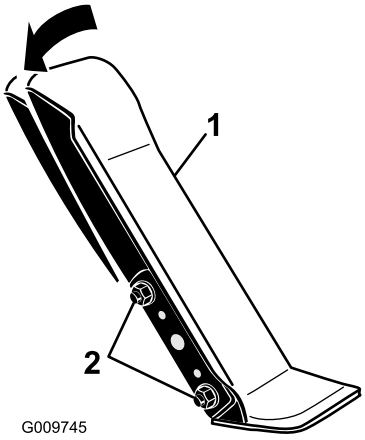

Figur 56
1. Løsn de to bolte og møtrikker, som holder traktionspedalens venstre side fast på beslaget (Figur 56).
2. Drej pedalen hen i den ønskede driftsvinkel og stram boltene (Figur 56).